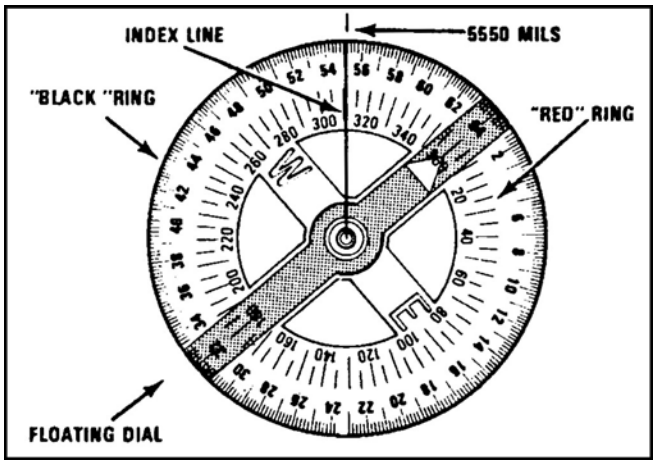

Figure C-20. Lensatic compass floating dial
b. The outer, black ring of numbers and tick marks are used for finding direction in mils (figure C-20).